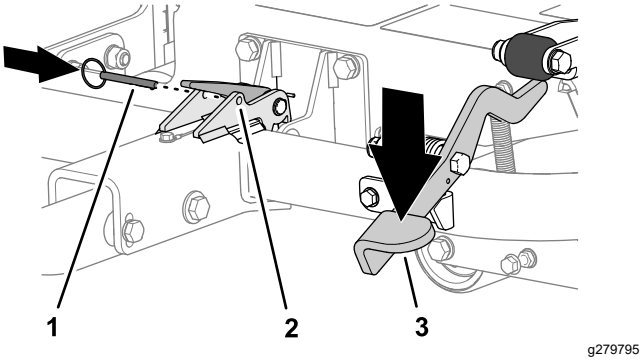

Rysunek 20
3. Nadepnąć na pedał tak, aby hak zablokował się w odpowiednim miejscu (Rysunek 20).
4. Włóż kołek zabezpieczający przez otwory w zaczepie (Rysunek 20).